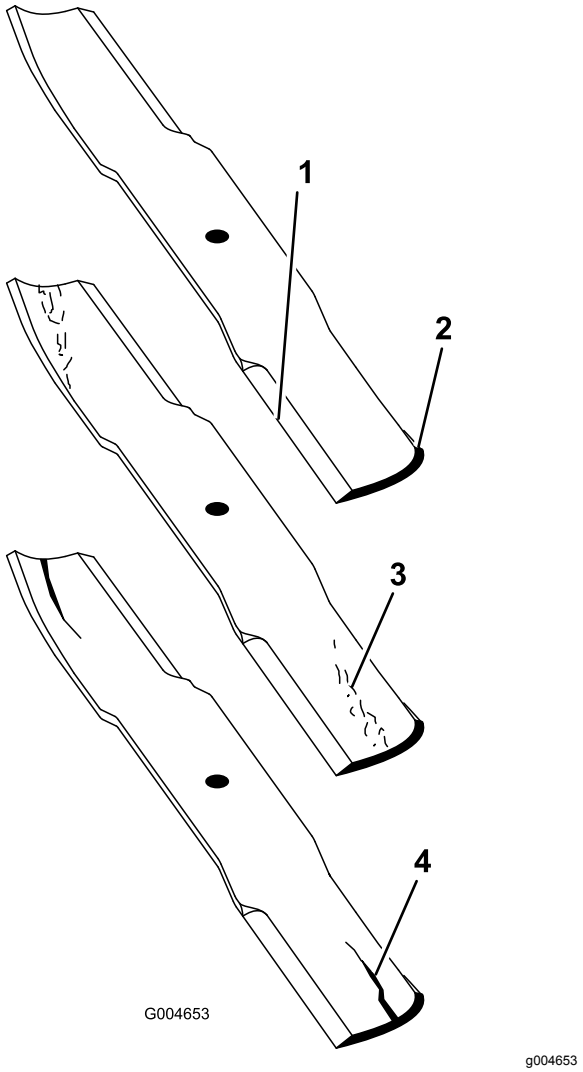

**Figuur 110**
2. Controleer nauwkeurig de uiteinden van het maaimes, in het bijzonder op de plaats waar het platte en het gebogen deel samenkomen (Figuur 110). Omdat het metaal dat het platte en het gebogen deel van het mes verbindt, kan wegslijten door zand en ander schurend materiaal, moet u dit steeds controleren voordat u gaat maaien. Als u een slijtplek ontdekt (Figuur 110), moet u het mes onmiddellijk vervangen.